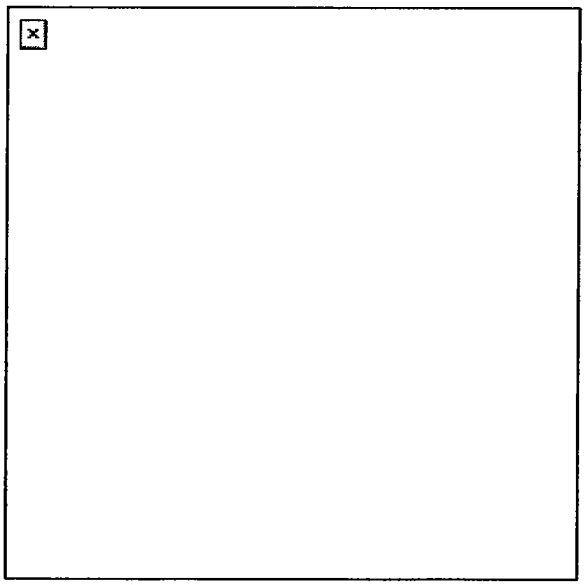

Figure 1. Zero aiming point.
5. Place the zeroing range aiming point of the reticle on the target aiming point; fire three rounds to obtain a good shot group (Figure 1). Use either the M16A1 25-meter zero target (NSN 6920-01-167-1392) shown in Figure 2 or the M16A2 25-meter zero target (NSN 6920-01-253-4005) shown in Figure 3. When zeroing the night vision sight, you can use either of these targets with either the M16A1 or M16A2 rifle. Use the marginal information on the target to adjust the sights on the rifle-not the night vision sight.